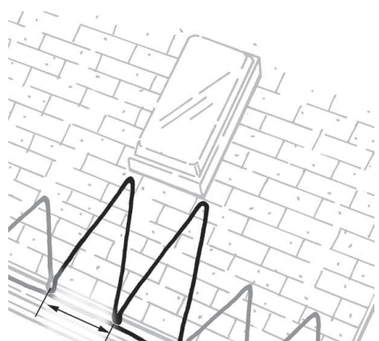

Figure 5. Triangle pattern near skylight
- **Pattern for skylights:** Problem skylight areas are also treated with the "triangle pattern" approach. However, the height of the triangles may need to be greater than those along the roofline. Increase the triangle height so that it extends to one shingle row ($5^1/_2$ inches) below the skylight. The triangle base is maintained at 15 inches (See Figure 5).